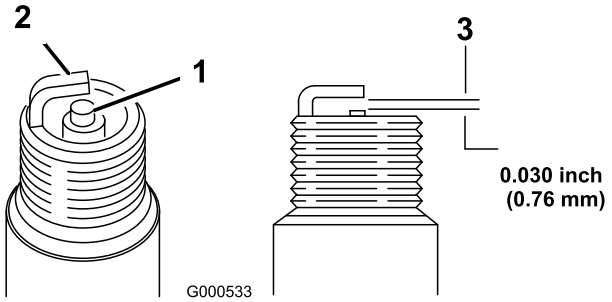

Figur 23
5. Indstil gnistgabet på tændrøret til 0,76 mm (Figur 23).